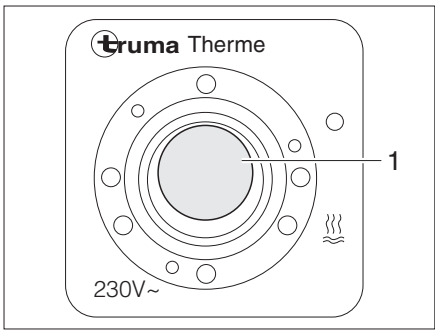

Fig. 122 Operating switch for water heater
The electrical mode of operation is activated using the operating switch (Fig. 122). The indicator lamp (Fig. 122,1) on the switch must light up.
- ■ Switch on the operating switch (Fig. 122). Indicator lamp (Fig. 122,1) on the switch lights up.
- Switch off the operating switch (Fig. 122). The indicator lamp (Fig. 122,1) on the switch goes off.
- Switch off the operating switch (Fig. 122). The indicator lamp (Fig. 122,1) in the switch is not on.